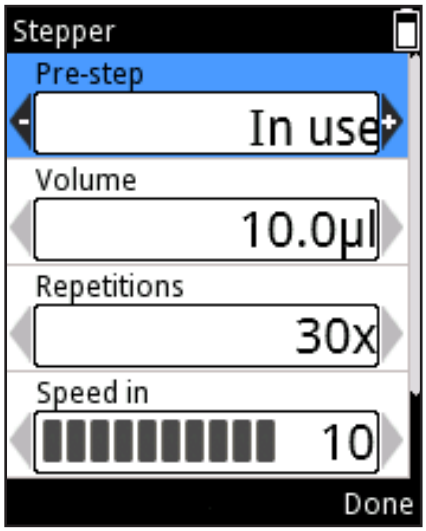

図 D23
6. Pre-step（プリステップ）は、一部の液体を使用する際に、結果を向上させることができる追加の分注ステップです。プリステップのデフォルト設定は、「In use（使用）」ですが、「Not in use（未使用）」に変更することもできます。スクロールして**Pre-step（プリステップ）** を選択し、▶、◀を用いて設定を変更します（図 D23）。